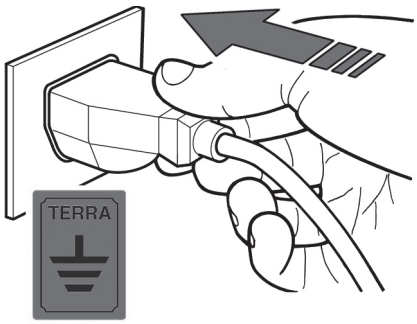

fig. 16
- E' obbligatorio che l'apparecchiatura completa sia collegata adeguatamente ad una efficiente presa a terra (fig.16).
2) Inserire la spina di alimentazione della Vetrina sulla presa fornita dal cliente (fig.16) assicurandosi che la stessa disponga del contatto di terra e che non ci siano prese multiple connesse .